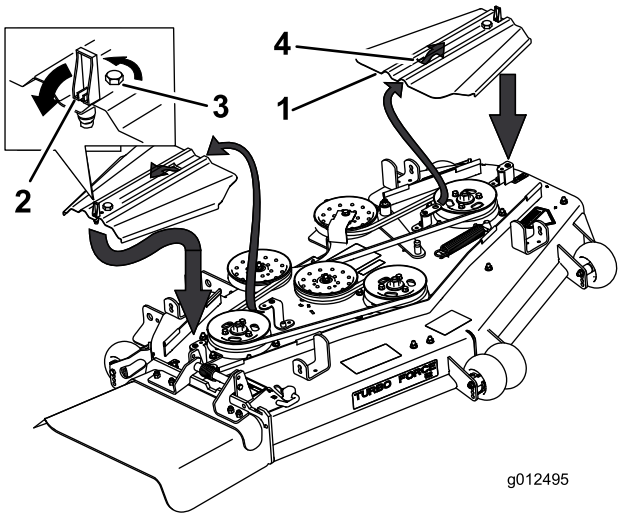

**Figur 67**
5. Fjern beltedeksler og boltene som er festet til dem (Figur 67).
12. Monter remdekselet ved å føre dekselet inn på tappen, stram boltene og låse det (Figur 67).